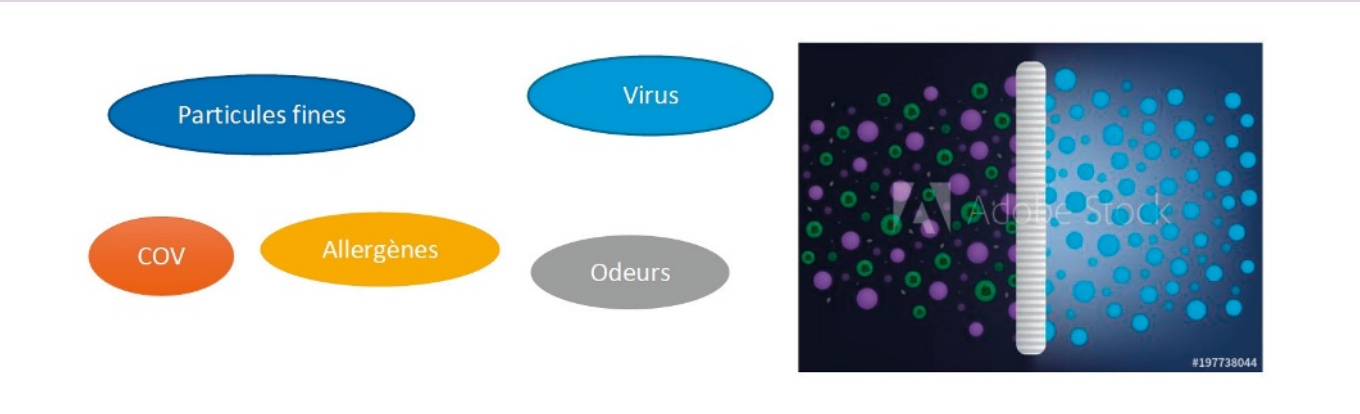

**Figure 2** Fondé sur la triple filtration : particulaire-moléculaire-UV, le système NetAir remplit la fonction de purifier l'air en continu.
Ces travaux ont été repris plus récemment par B. Stephens dans son rapport « HVAC filtration and the Wells-Riley approach to assessing risks of infectious airborne diseases, 2012 ». La **figure 2**, issue de ce rapport, montre que la probabilité d'infection décroît de façon très significative avec le taux de renouvellement d'air. *q* représente le taux de génération de particules infectieuses (quanta), il décrit le nombre de particules/agents pathogènes infectieux d'une manière qui inclut implicitement à la fois la quantité de particules générées dans le temps et l'infectiosité des particules. Sa valeur dépend de l'agent infectieux, elle varie de 15 à 500 par heure pour la grippe, 10 à 300 par heure pour le SARS-CoV-1 ou 570 à 5 600 par heure pour la rougeole. À titre d'exemple, la **figure 2** montre la relation entre la probabilité d'infection, le taux de renouvellement de l'air extérieur et le taux de génération de quanta en utilisant le modèle Wells-Riley pour un hypothétique espace de bureau de 500 m² où des adultes avec un taux de ventilation pulmonaire de 0,48 m³/h sont continuellement en présence d'un individu infecté pendant 8 heures. On montre ici qu'aucun renouvellement d'air extérieur ne pourrait empêcher la propagation de la maladie la plus infectieuse (hypothétique *q* = 10 000 /h) tandis que le risque de contracter le SARS-CoV-1 (avec *q* = 100 /h) pourrait être réduit de près de 100 % dans un bâtiment étanche (0,3 vol/h) à moins de 10 % en augmentant les taux de renouvellement d'air à 4 vol/h.
**Figure 2** Probabilité d'infection par des particules aéroportées en fonction du taux de génération de particules infectieuses *q* et du taux de renouvellement d'air. D'après « HVAC filtration and the Wells-Riley approach to assessing risks of infectious airborne diseases, final report », The National Air Filtration Association (NAFA), 2012.
Cette technologie de désinfection par rayonnement UVc a prouvé son efficacité depuis des années et est régulièrement utilisée dans le secteur médical. La longueur d'onde 254 nm est la plus efficace contre les micro-organismes (› **figure 2**).